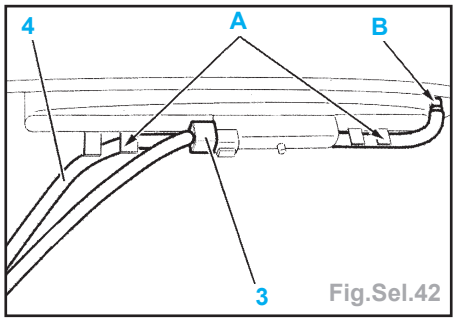

Fig.Sel.42
- débrancher le connecteur (3), le tuyau de lave-glace (4) en A, déclipser le gicleur en B et récupérer le joint (Fig.Sel.42),